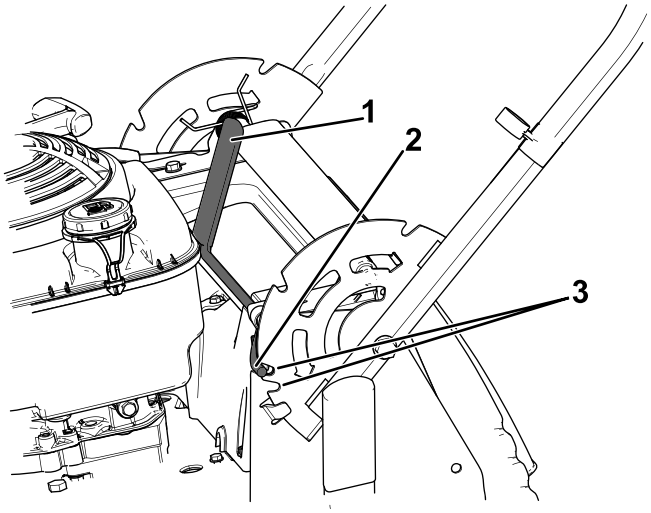

Figur 15
1. Trekk håndtakslåsspaken bakover for å koble fra håndtakslåspinnen (Figur 15).
2. Roter håndtaket og still ønsket hakk i håndtaksbraketten på linje med håndtakslåspinnene. Se Figur 15.